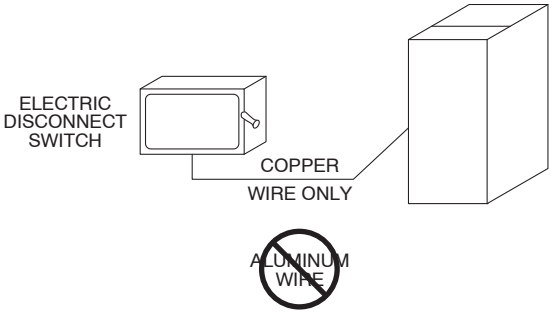

Fig. 7 — Disconnect Switch and Unit
INSTALL FILTER DRIER(S) AND MOISTURE INDICATOR(S) — Every unit should have a filter drier and a liquid-moisture indicator (sight glass). Refer to Table 5. In some applications, depending on space and convenience requirements, it may be desirable to install 2 filter driers and sight glasses. One filter drier and sight glass may be installed at A locations in Fig. 7; or, 2 filter driers and sight glasses may be installed at B locations.
(See Fig. 7.)